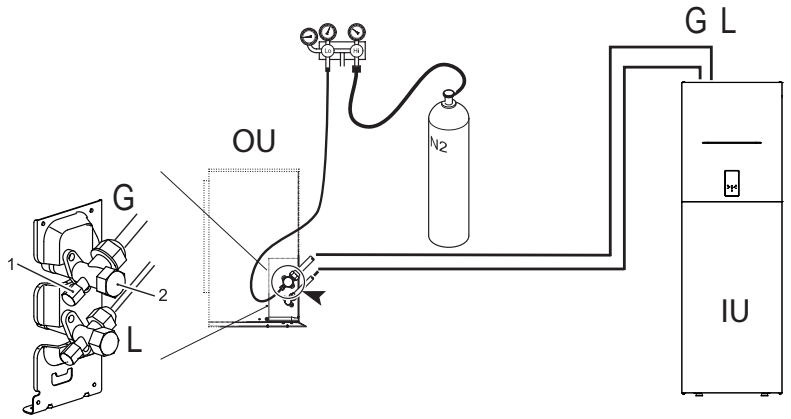

fig. 13 - Prueba de estanqueidad de aire y detección de fugas
- Estando los grifos de la unidad exterior totalmente cerrados, retire el tapón del grifo de servicio (parte 1 - fig. 13) y el racor (parte 2 - fig. 13) de la válvula de gas (aquella más grande)